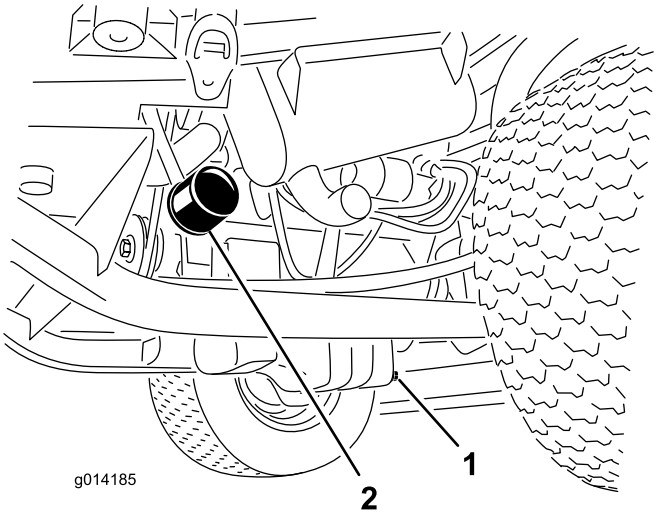

Figur 45
1. Fjern aftapningsproppen (Figur 45), og lad olien flyde over i aftapningsbeholderen.
3. Fjern oliefilteret (Figur 45).